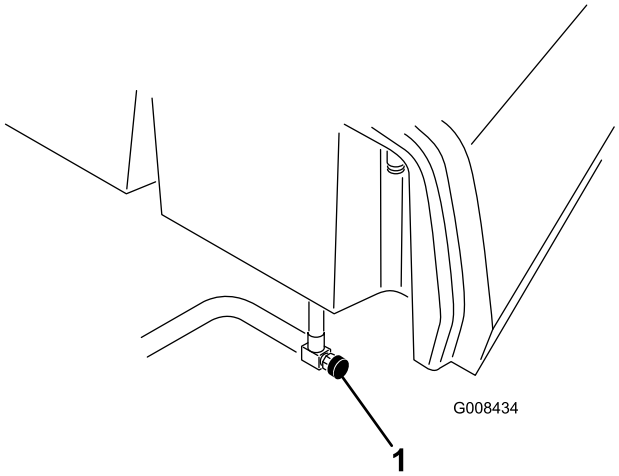

Figur 39
1. Luk brændstofafbryderventilen (Figur 39) under brændstoftanken.